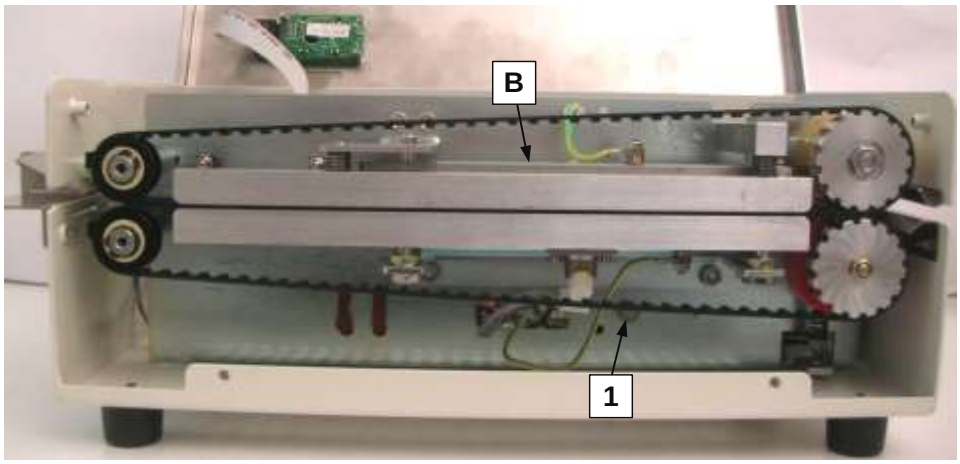
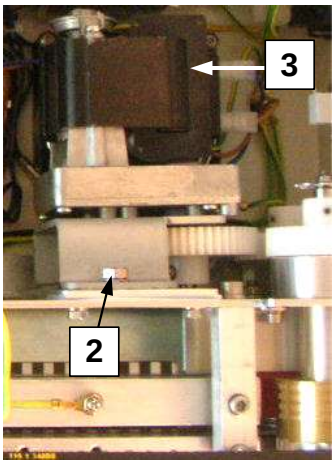

fig.4.3
fig.4.4
**QUALORA LA MACCHINA FOSSE STATA SPENTA DA POCO TEMPO, PER EVITARE USTIONI NON TOCCARE LE BARRE SALDANTI (pos.B-fig.4.3).**
- disinserire il gruppo motoriduttore (n.3-fig.4.4) ruotandolo in senso antiorario dopo aver allentato la vite superiore di bloccaggio (n.2-fig.4.4) e la vite di rotazione (n.1-fig.4.3)